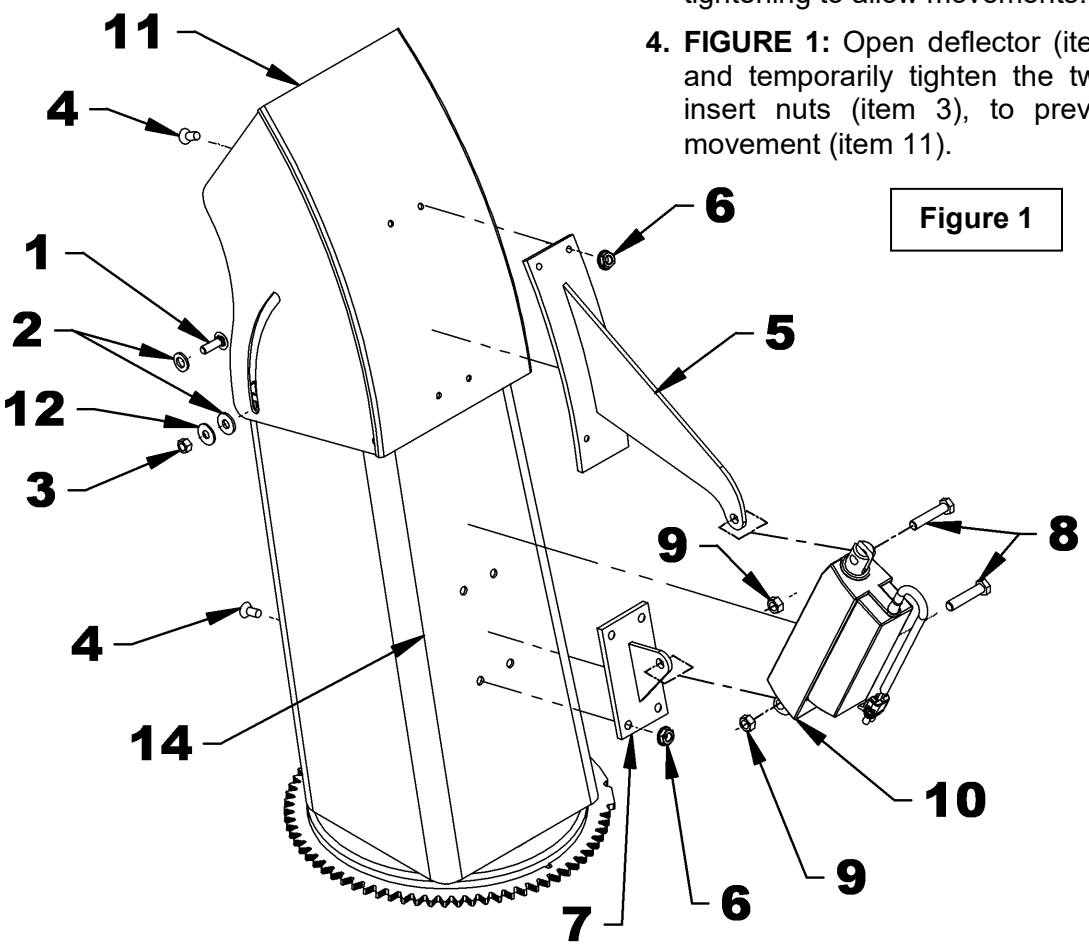

Figure 1
1. **FIGURE 1:** Remove the two manual adjustment knobs and tighten the two original 5/16" NC x 1" carriage bolts (item 1), the original nylon washers (item 2), two 5/16" (3/8" hole) flat washers (item 12) and two 5/16" NC nylon insert nuts (item 3). Leave a small gap (about 1/32") between the side of the deflector and the outer nylon washer.
2. **FIGURE 1:** Place the deflector bracket (item 5) in the middle of the chute deflector (item 11) and align with the bottom edge of the deflector. Using the bracket as a template, drill four 1/2" holes in the deflector and secure in place with four 5/16" NC x 3/4" Allen flat head setscrews (item 4) and serrated flange nuts (item 6) placing the setscrew head inside the chute. Tighten until the setscrew head sinks into the inside surface of the deflector.
3. **FIGURE 1:** Retract the actuator rod (item 10) completely. Secure the actuator to the deflector bracket (item 5) and to the base bracket (item 7) with two 3/8" NC x 1 1/2" bolts (item 8) and two 3/8"NC nylon insert nuts (item 9). Secure without tightening to allow movements.
4. **FIGURE 1:** Open deflector (item 11) completely and temporarily tighten the two 5/16"NC nylon insert nuts (item 3), to prevent the deflector movement (item 11).
6. **FIGURE 1:** Using the bracket as a template, drill four 1/2” holes in the chute. Remove the sheet of paper. Attach the base bracket (item 7) with four 5/16" NC x 3/4" Allen flat head setscrews (item 4) and serrated flange nuts (item 6) placing the setscrew head inside the chute. Tighten until the setscrew head sinks into the inside surface.
7. **FIGURE 1:** Untighten the two 5/16"NC nylon insert nuts (item 3) and leave a small gap (about 1/32") between the side of the deflector and the outer nylon washer.